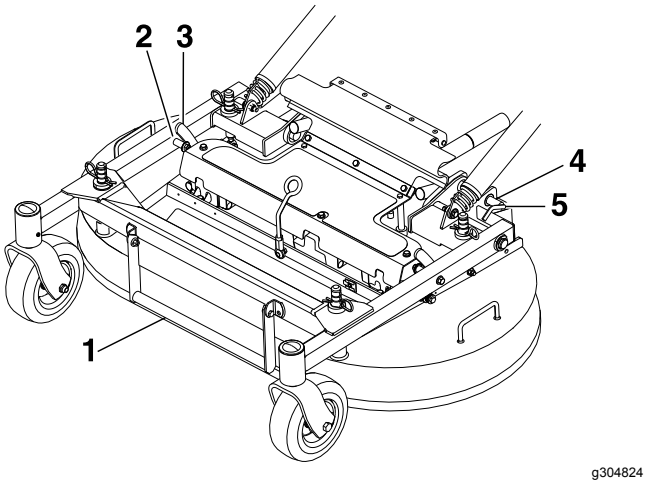

**Figuur 8**
3. Maak de borgpennen van het maaidek los aan beide kanten (Figuur 8).
2. Duw de borgpennen van het maaidek naar binnen en draai ze naar voren om het maaidek goed vast te zetten in de onderste stand (Figuur 8).